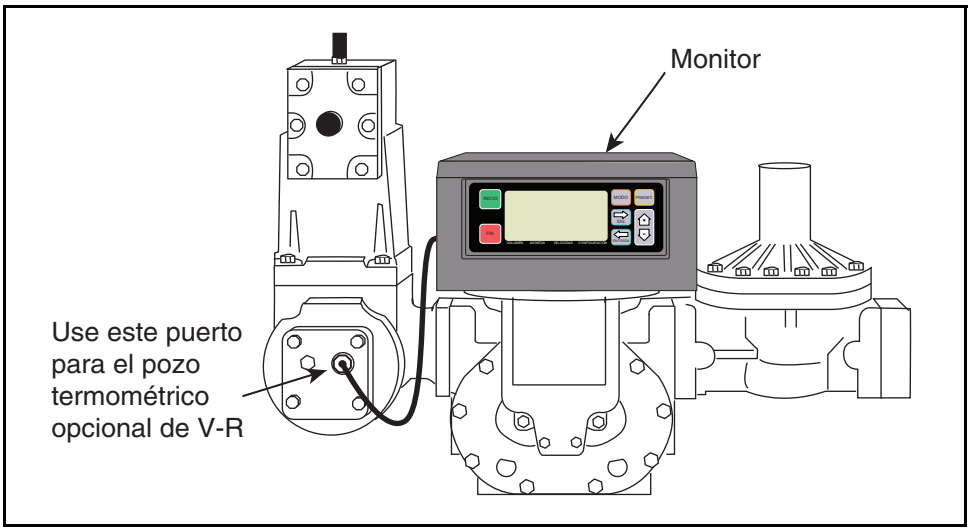

Figura 28. Ejemplo de instalación de un pozo termométrico
1. Localice el pozo termométrico en el sistema de medición (ver Figura 28).